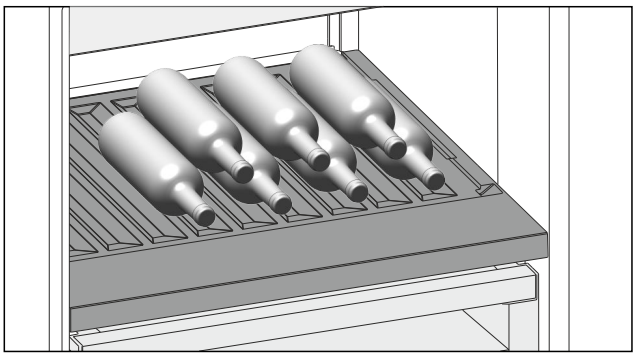

Fig. 132
▶ Introduceți sticlele cu fundul în spate, către peretele posterior. (vezi Fig. 132)